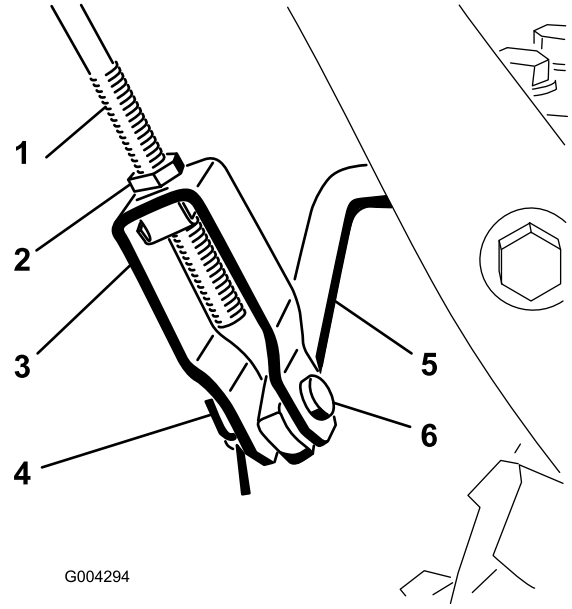

Bild 8
1. Lösen Sie die Klemmmutter über dem Bügel an der oberen Schaltstange (Bild 8).
2. Richten Sie die Löcher im Bügel mit den Löchern an der unteren Schaltstange aus und setzen Sie den Lastösenbolzen ein (Bild 8).
C. Drehen Sie den Lastösenbolzen nach oben oder unten, um den den Abstand zwischen der Oberkante des Handgriffs und der Unterkante des Antriebshebels für den Antrieb vom Räumwerk/Gebläserad(Bild 8) zu erhöhen oder zu verringern.
6. Wenn die Einstellung korrekt ist, bauen Sie den Ösenbolzen ein und befestigen Sie ihn mit dem Splint (Bild 8).
7. Ziehen Sie zum Befestigen der Lastöse die Klemmmutter fest (Bild 8).